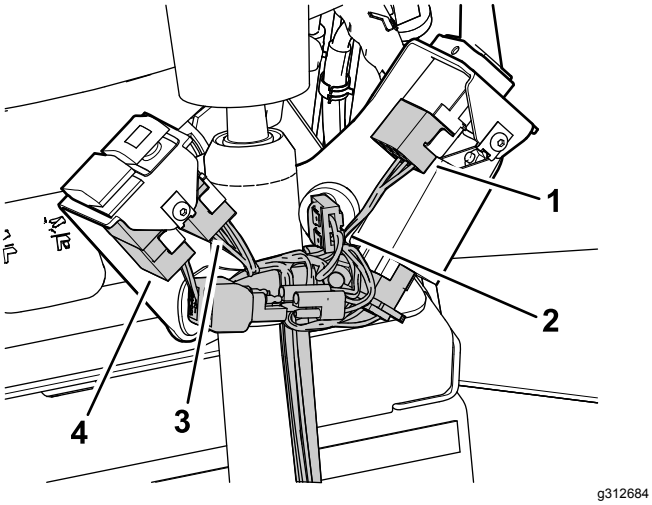

Figura 28
15. Enchufe los conectores en el módulo de intermitencia, y en los interruptores del claxon, de los intermitentes y de las luces de emergencia (Figura 28).